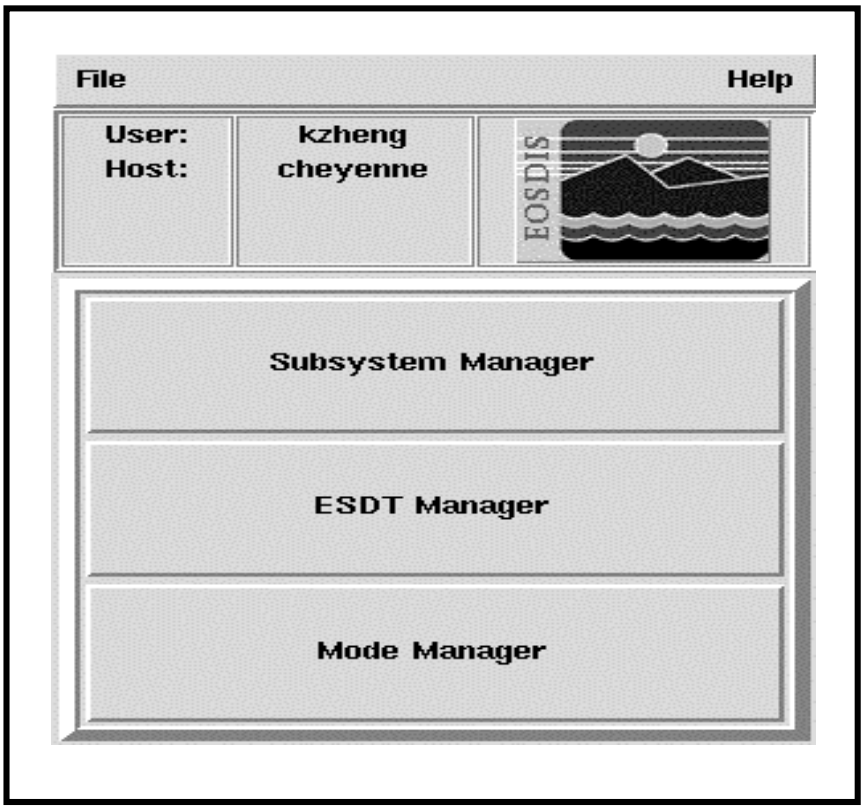

Figure 2. ECS Assistant GUI
- This will invoke the ECS Assistant GUI with three push buttons for selecting the proper activities, as indicated in Figure 2.